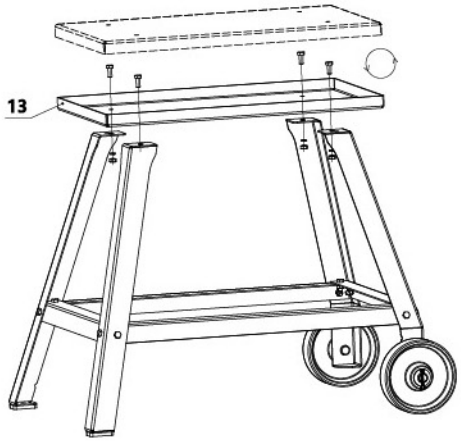

Рис. 2
- верхней столешницы БЕЛМАШ СТ (в сборе с БЕЛМАШ ПК) для свободной установки на ней деревообрабатывающих станков и другого малогабаритного перемещаемого оборудования (см. рис. 2).